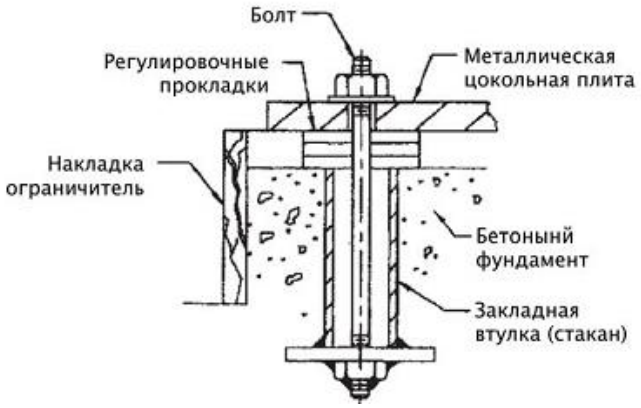

Рис. 5 Анкерение насоса
3. Фундамент должен выдерживать полный вес агрегата с учетом весом перекачиваемой жидкости, находящейся в насосе. Типичным вариантом закрепления насоса на фундаменте является использование анкерных болтов с закладной втулкой (стаканом) диаметром в 2,5 раза больше диаметра анкерного болта. Размеры анкерных болтов зависят от типоразмера насосного агрегата. Закладная втулка (стакан) должна обеспечивать достаточный зазор при размещении анкерных болтов и металлической цокольной плиты (рис. 5).
- предусмотреть установку ограничительной накладки по периметру/окружности фундамента (Рис. 5), тщательно увлажнить фундамент;